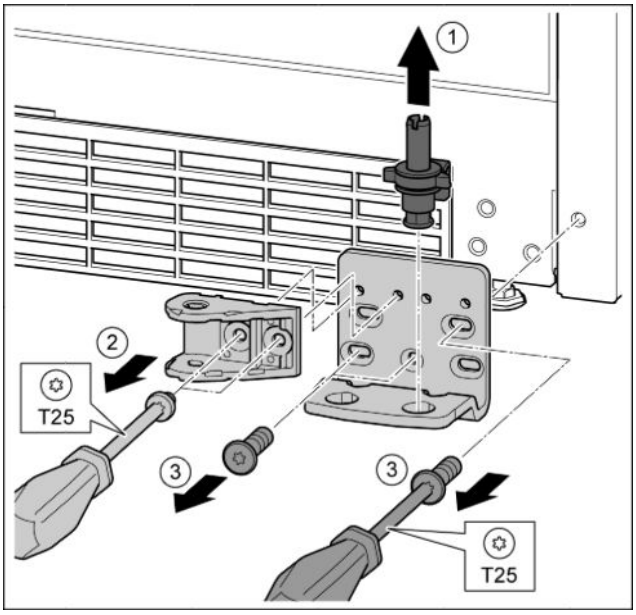

Fig. 31
- ▶ Опорный палец полностью извлечь движением вверх. *Fig. 31 (1)*
- ▶ Открутить винты отверткой T25 и снять опорный кронштейн. *Fig. 31 (2)*
- ▶ Открутить винты отверткой T25 и снять опорный кронштейн. *Fig. 31 (3)*